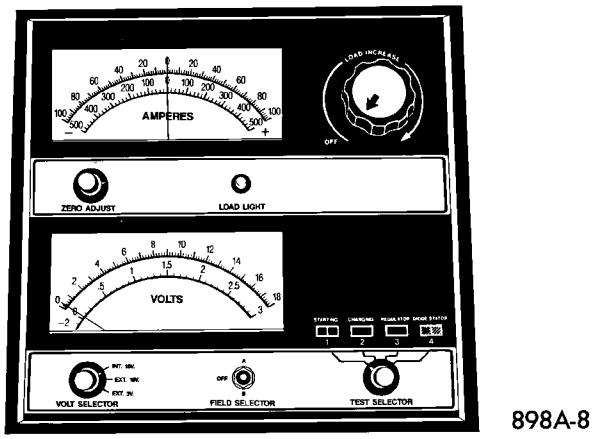

Fig. 6 Probador voltímetro-amperímetro
Para el siguiente procedimiento se requiere un probador voltímetro-amperímetro adecuado (Fig. 6).
(4) Gire y mantenga el interruptor de encendido en la posición START (Arranque). Observe el probador voltímetro-amperímetro (Fig. 6).
(5) Una vez que se han corregido los problemas del sistema de arranque, verifique el estado de carga de la batería y la carga de ésta, si es necesario. Desconecte todo el equipo de prueba y conecte el relé de ASD o el solenoide de combustible. Ponga en marcha el vehículo varias veces, a fin de asegurar que el problema está solucionado.